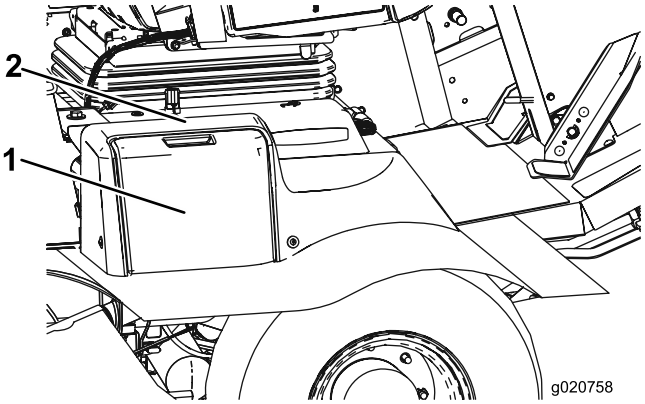

Рисунок 53
1. Откройте крышку аккумулятора (Рисунок 53). сбоку на кожухе.
Примечание: Нажмите на плоскую поверхность над крышкой аккумулятора, чтобы облегчить снятие крышки (Рисунок 53).